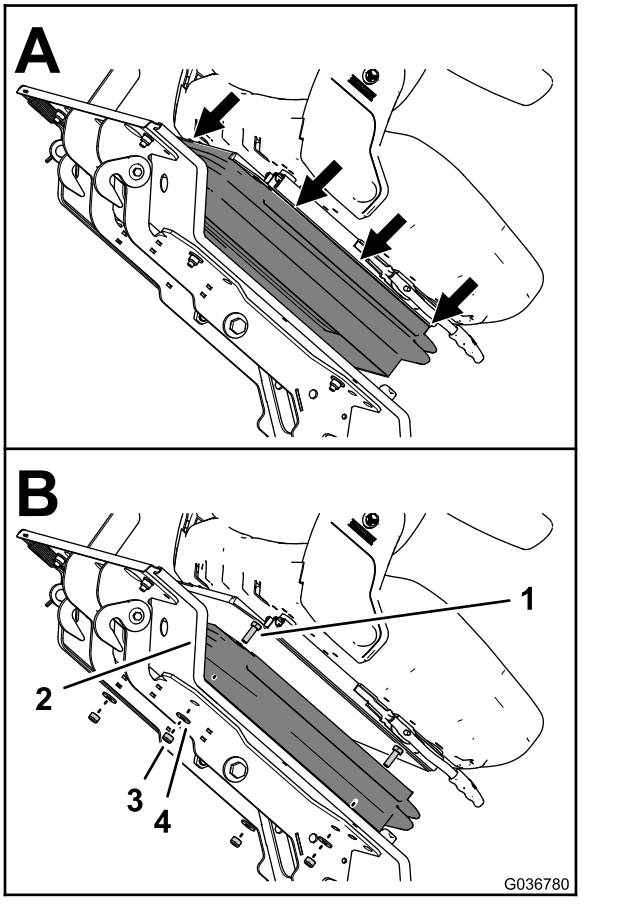

Figur 10
C. Når alle tapper er fjernet fra deres åbninger, skal gummikappen trækkes ned (A af Figur 10).
4. Understøt sædet, og fjern de fire spændeskiver (8 mm) og de fire låsemøtrikker (8 mm), der fastgør sædet til sædeplatformen (B af Figur 10).